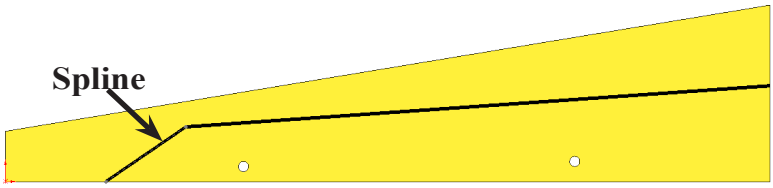

Fig. 7
Step 6. Draw **two point** spline between front endpoint of line and bottom horizontal edge, **Fig. 7**. **Right click drawing and click Select** from menu to end spline.